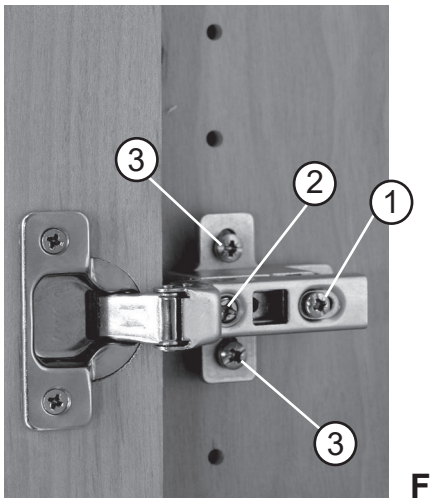

Fig. 2
2. The door may need to be adjusted so that all the spaces between the doors and unit sides are equal. To make those adjustments, follow the instructions in Figure 2.